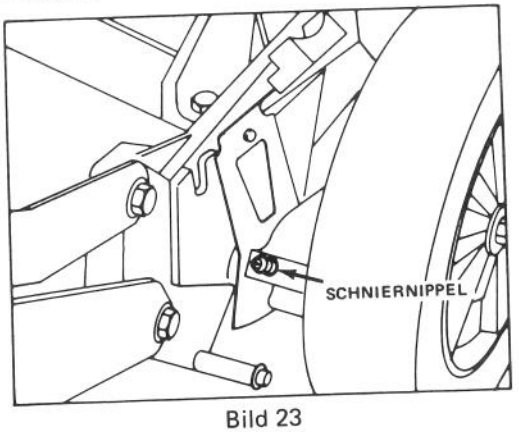

Bild 23
2. Bei Modellen mit Selbstantrieb die Hebel der Schnitthöheneinstellung beim Hinterrad auf Stufe "C" bewegen. Schmiernippel mit sauberem Tuch abwischen (Bild 23). Fettpresse ansetzen und 1 Hub Mehrzweckfett auf Lithium-Grundlage einpressen. Überdruck kann Abdichtungen beschädigen.